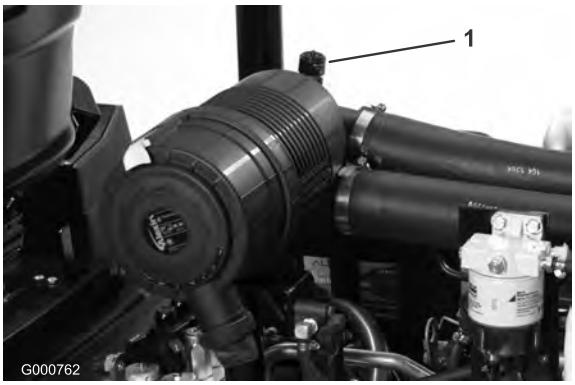

Figura 52
Faça a manutenção ao filtro de ar apenas quando o indicador de manutenção (Figura 52) o exigir. Mudar o filtro de ar antes de ser necessário apenas aumenta a possibilidade de entrar sujidade no motor quando se retira o filtro.
6. Reinicie o indicador (Figura 52) se este se apresentar vermelho.